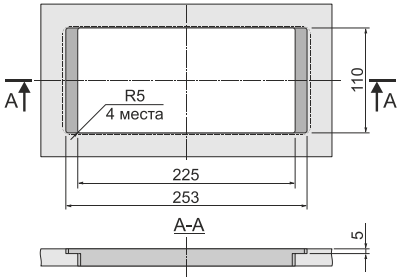

Рис. 2
- В рабочей поверхности сделайте прямоугольное отверстие в соответствии с Рис.2.